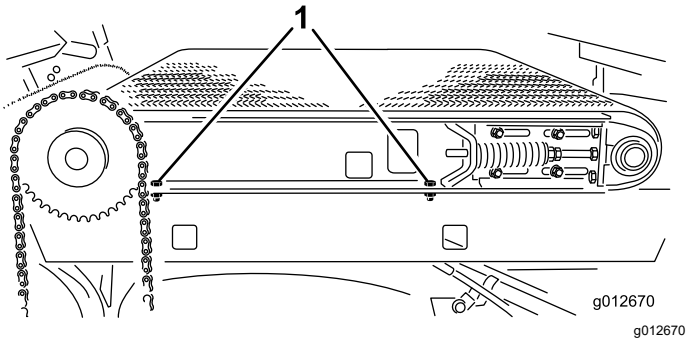

Figur 36
2. På høyre side av maskinen strammer du de to hodeskruene som fester gliderammeskinnen på høyre skjerm (Figur 36).